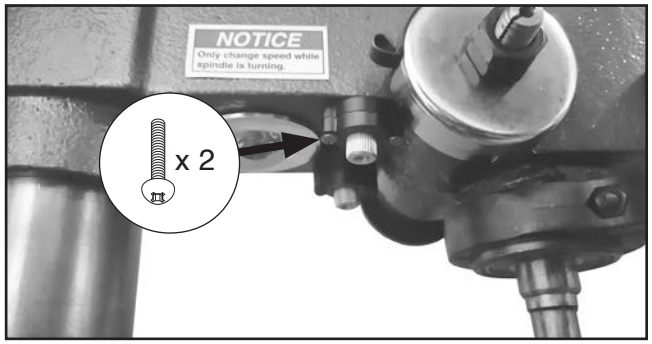

**Figure 48.** Location of Phillips head screws securing laser.
**2.** Remove (2) Phillips head screws securing burned out laser in laser seat (see **Figure 48**).